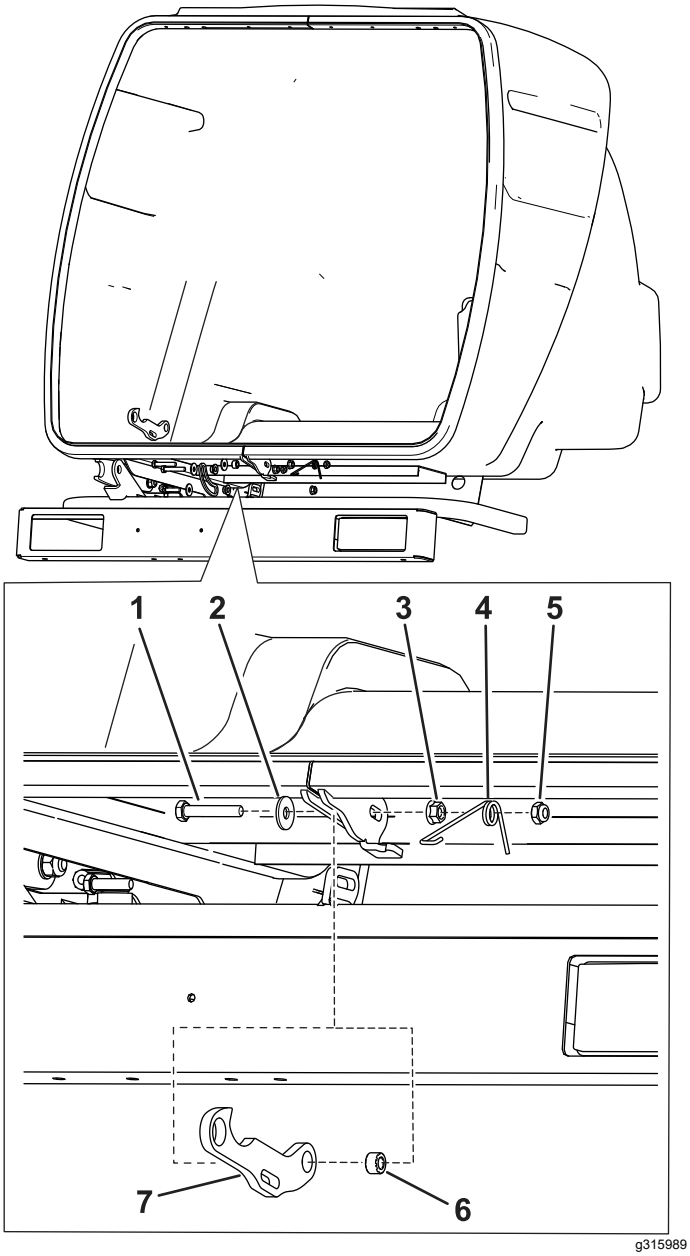

图 3
1. 用长螺栓、扁平垫圈、凸缘螺母、弹簧和锁紧螺母将挂钩和隔片安装到料斗上图 3。